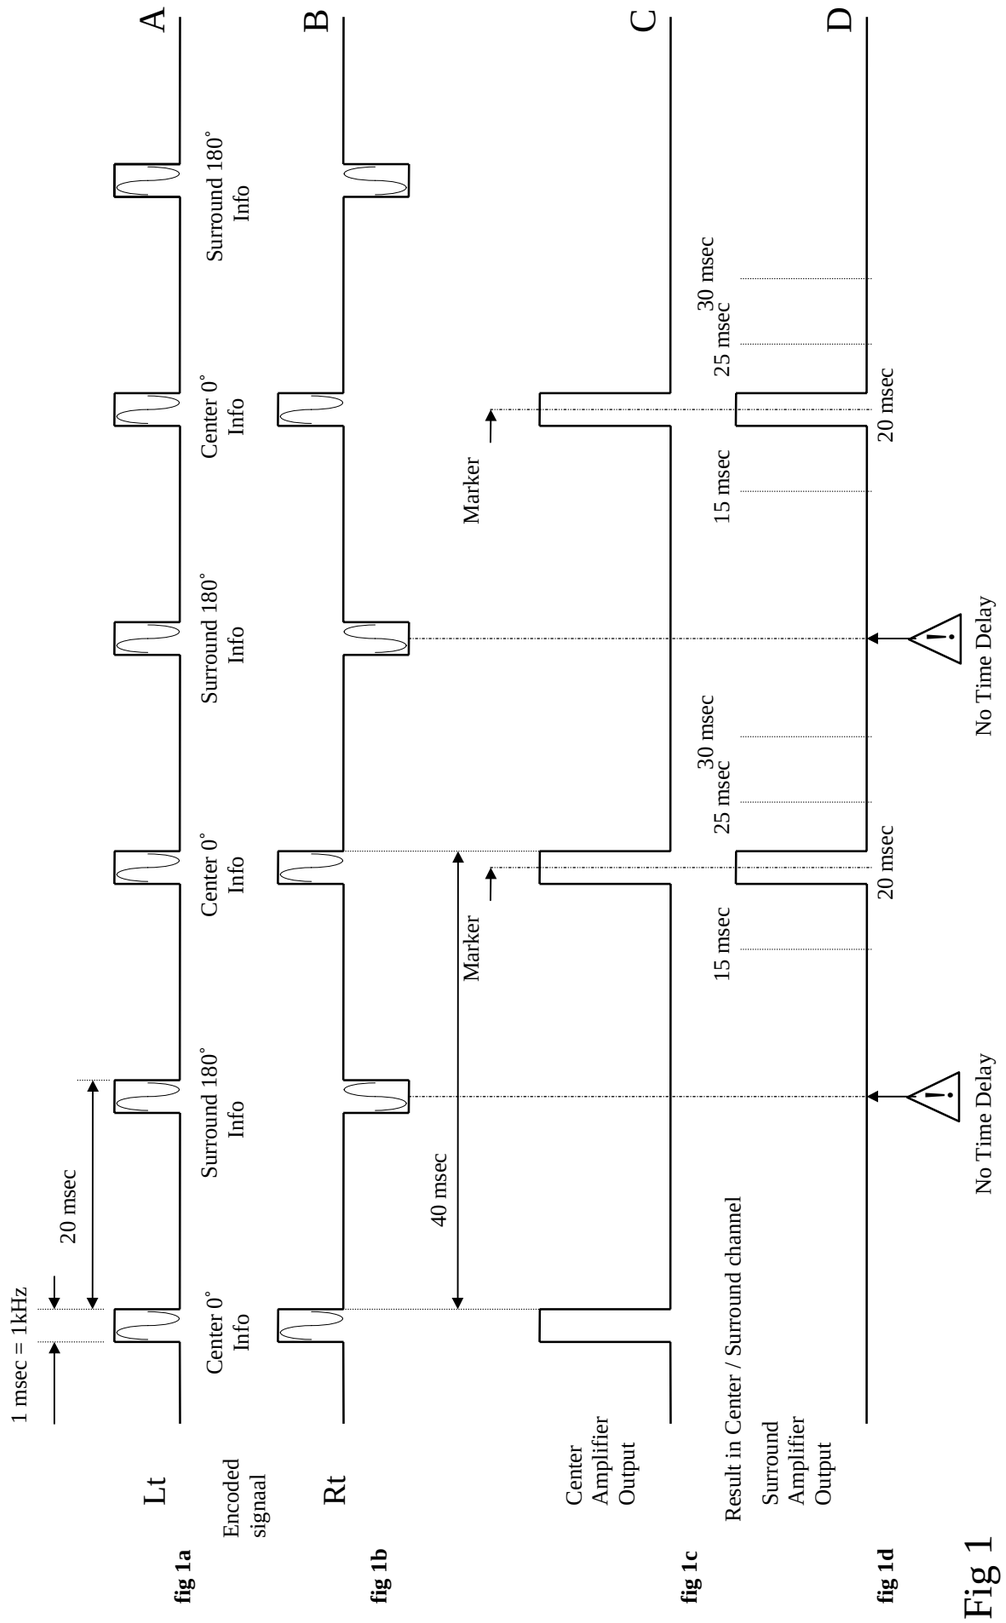

Fig 1
- Principle description encoded burst signal spots (see fig. 1)
- In case of 20 msec time delay mode the results are shown in fig. 1 in Center and Surround channel.